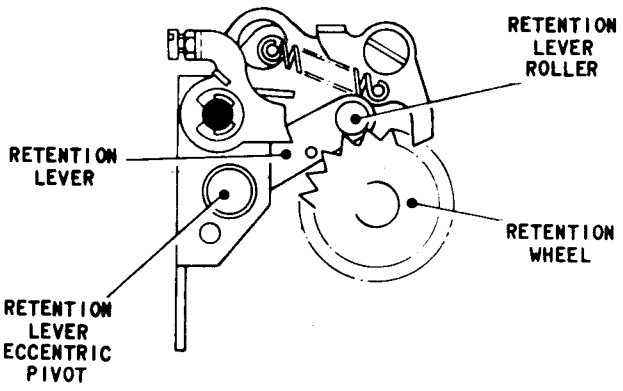

FIG.L.14 RETENTION LEVER MECHANISM
11.8 Press the back space roller several times in the direction of the arrow. Check that each time the roller is pressed, the tape feed spindle is rotated counter-clockwise by one complete pitch and then located securely by the retention lever, roller, Fig.L.14.
(a) Lift the retention lever, Fig.L.14, out of engagement with the retention wheel
14.3 If the feed hole pitch varies regularly but the cumulative variation over ten inches is more than half a feed hole pitch, slacken the nut securing the retention lever eccentric pivot, Fig.L.14, and turn the eccentric until the feed hole pitch is regular. Tighten the nut.